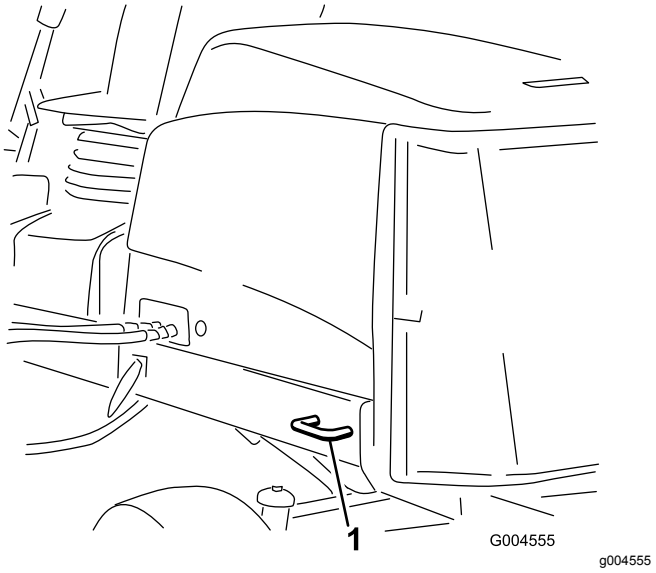

Figuur 57
- Zet de machine goed vast met spanbanden, kettingen, kabels of touwen. Zowel de voorste als de achterste spanband moet naar beneden en naar de buitenkant van de machine lopen; zie Figuur 56 en Figuur 57.
- Achter – Beide zijden van het achterframe van de machine (Figuur 57)